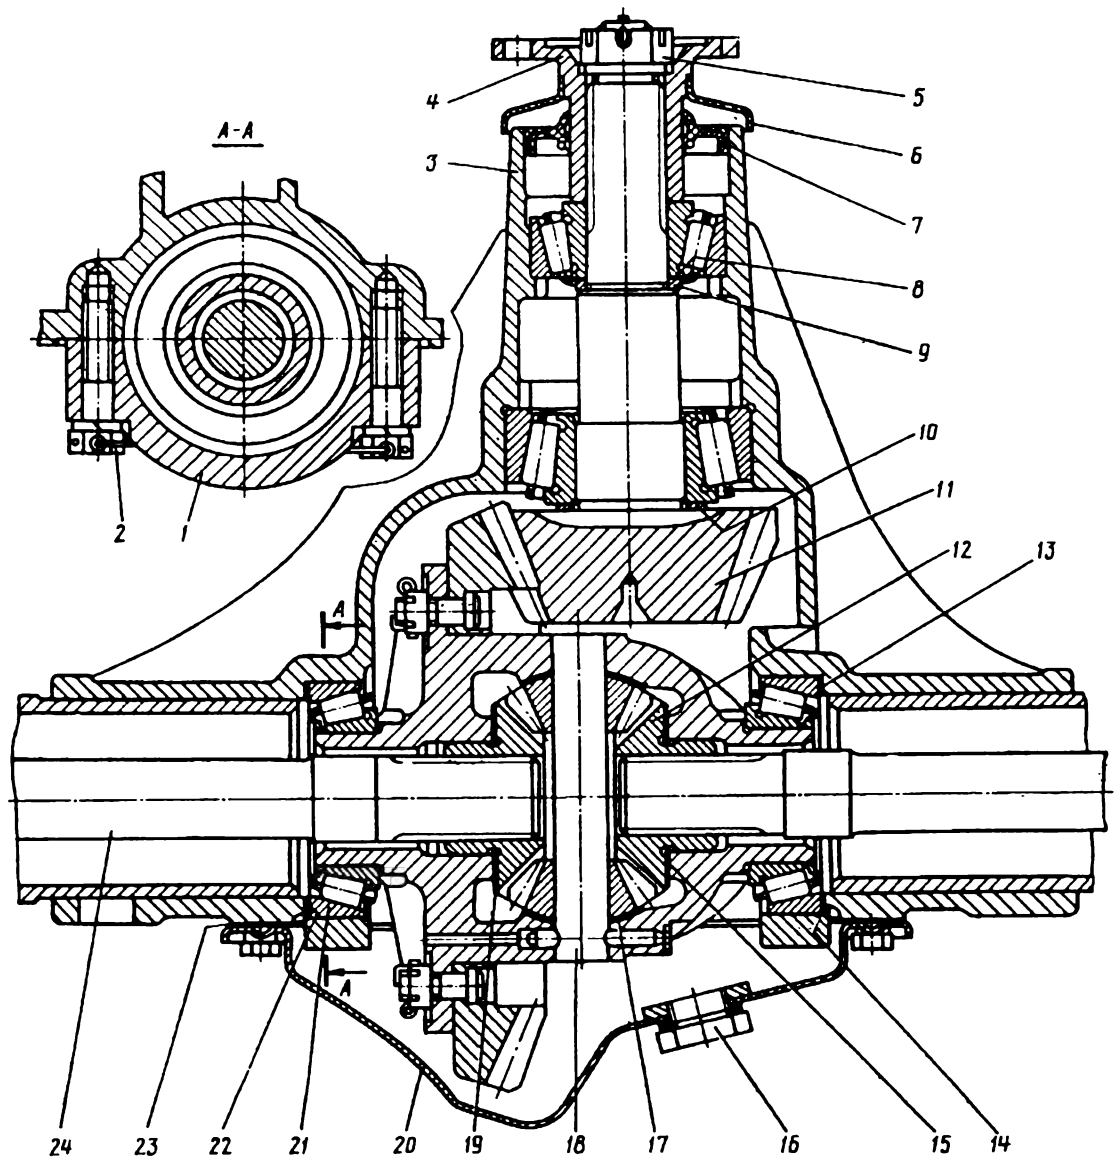

Рис. 121. Задний мост (средняя часть):
Главная передача (рис. 121) — гипоидная с передаточным отношением 3,58 (числа зубьев 12 и 43). Дифференциал имеет коробку из перлитного ковкого чугуна с поверхностями, закаленными с на-
Периодически проверяйте уровень масла в картере, доливая при необходимости до нижней кромки наливного отверстия *16* (см. рис. 121), очищайте сапун, подтягивайте гайку *5* ведущей шестерни и весь крепеж.
Зазоры в главной передаче измеряются на автомобиле после отсоединения от моста фланца карданного вала. Расшплинтуйте гайку ведущей шестерни и дотяните ее ключом, длиной около 0,5 м (момент затяжки 16—20 кгс·м.). При этом фланец ведущей шестерни удерживайте от проворачивания вилкой со штырями, входящими в боковые отверстия фланца. Длина вилки должна быть около 0,5 м. Покачиванием фланца выявите наличие люфта в осевом и поперечном направлениях. Если люфт ощутим, отверните гайку, снимите шайбу, фланец, выпрессуйте сальник (предварительно приготовив новый), выньте внутреннее кольцо подшипника и замените пакет, состоящий из регулировочной шайбы *9* (см. рис. 121) и прокладок *8* на более тонкий. Если осевой люфт ведущей шестерни измерен, то новый пакет должен быть меньше прежнего на величину люфта и еще на 0,1 мм. Поставьте фланец, шайбу, затяните гайку указанным моментом, покачивая при затяжке гайки фланец рукой. Проверьте легкость вращения, как указано ниже, и отрегулируйте ее, если необходимо. Снова снимите фланец, запрессуйте оправкой 7853-4755 новый сальник и окончательно соберите узел ведущей шестерни.
8. Выньте дифференциал вместе с прокладками *14* и *22* (см. рис. 121), не путая их. Если дифференциал сидит туго, то используйте для его снятия два воротка, вводя их с двух сторон в окна дифференциала и упирая в края картера.
угловых положениях, поворачивая шестерню. Зазор не должен превышать 0,6 мм. Если зазор больше, то замените регулировочные шайбы *15* и *19* (см. рис. 121) на ремонтные, увеличенной толщины. Завод изготовляет шайбы следующих размеров согласно таблице 12.